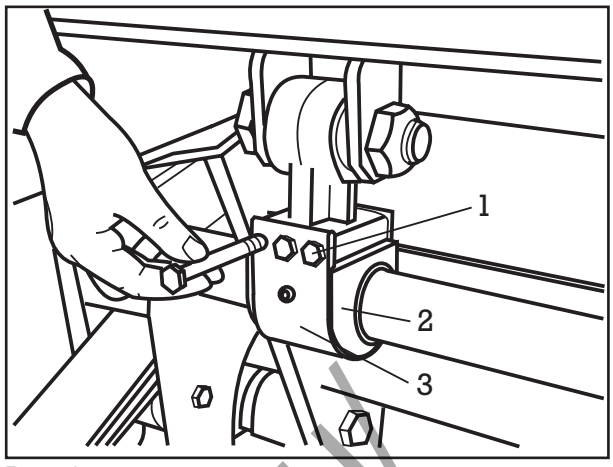

Рис. 1
(1) Отвинтить стопорные гайки с крепежных болтов (рис. 1/1) крепежного хомута (рис 1/3). Вытянуть крепежные болты, снять крепежный хомут, полувтулки и уплотнение (рис. 1/2).